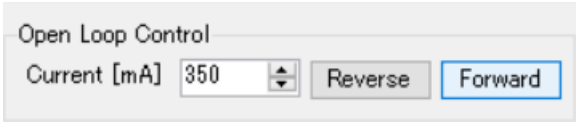

Figure 4-7 "Current [mA]" Edit Box and "Forward" Button
(17) Set 350 to the q-axis current reference in the "Current [mA]" edit box (Figure 4-7).
(18) Press the "Forward" button (Figure 4-7) and users can rotate the motor.